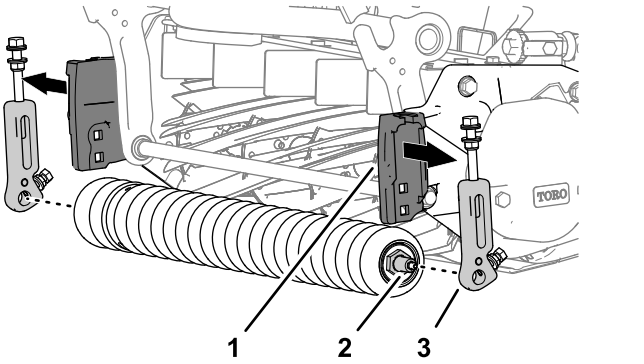

Figur 4
4. Fjern klippehøydebraketten og fremre valse fra klippeenheten (Figur 4).